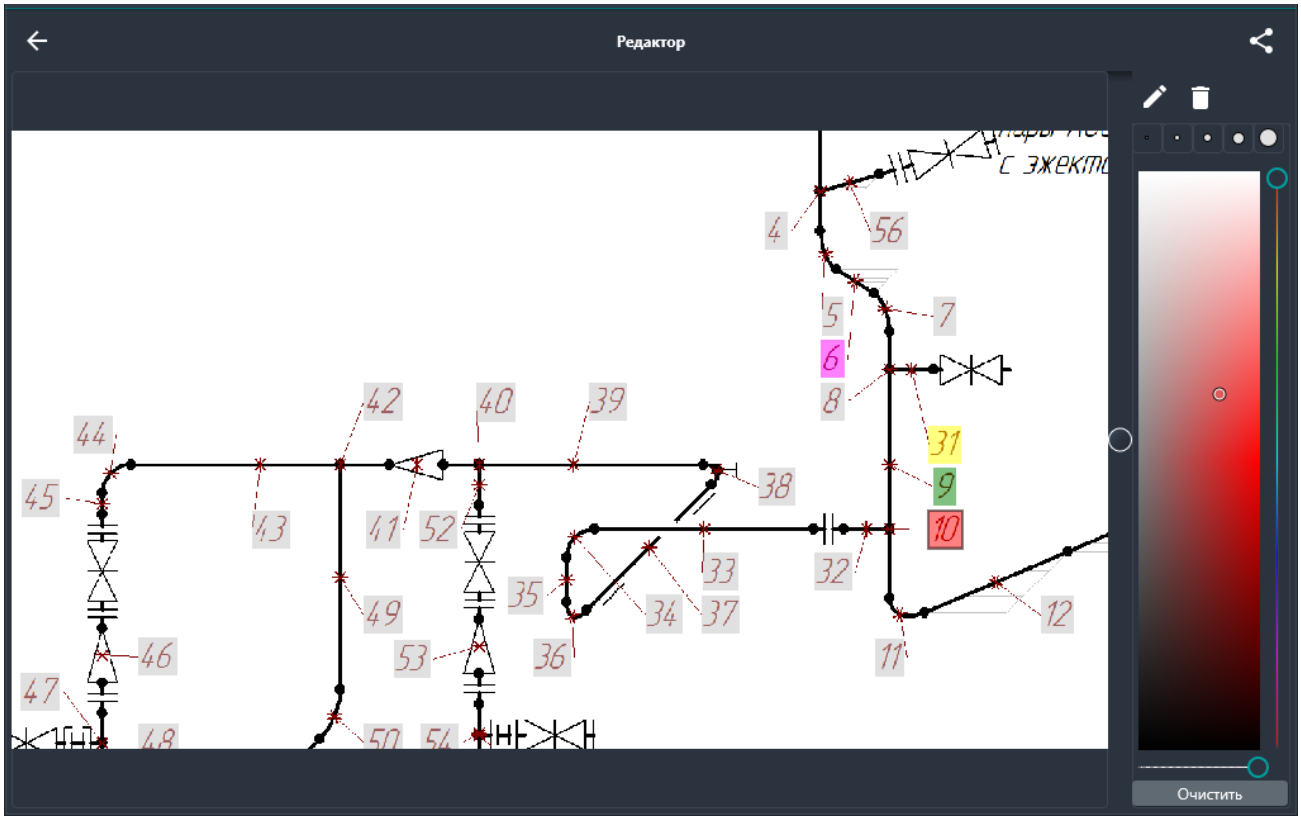

Рис. 4.10 – Режим редактирования фотографии или графического изображения
- в открывшемся режиме редактирования нажать кнопку (рис. 4.10) для вызова дополнительной панели в правой части экрана;